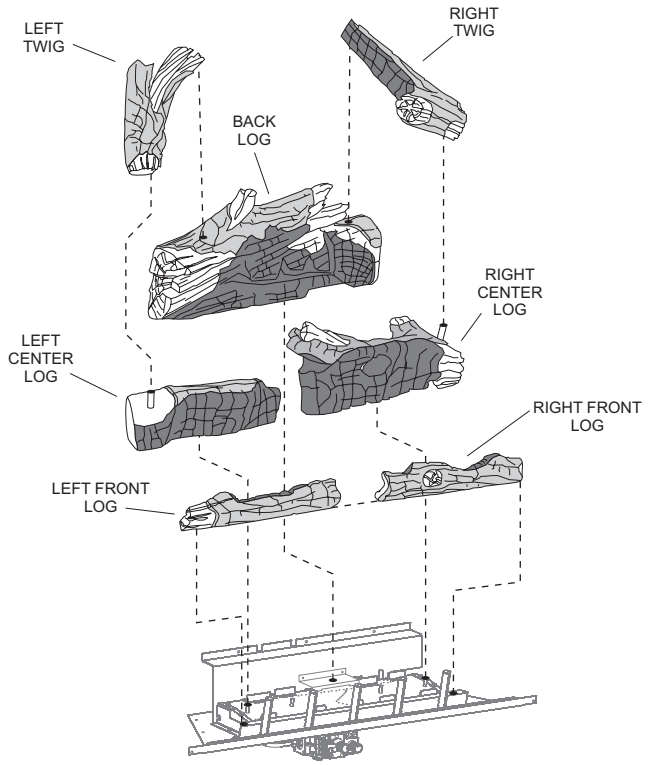

Figure 18
The positioning of logs is critical to safe and clean operation of this fireplace. Sooting and other problems may result if the logs are not properly and firmly positioned in the fireplace. Refer to **Figure 18** and **Figure 19** and corresponding WARNING when completing following log placement steps.
7. Begin with the front left and front right logs. Place these so that they are centered left to right on the front log support ledge. The flat bottoms will rest on top of the front log support ledge, and they must be position all the way forward and touching the back of the grate tangs. Important: The front right log has a small knot as shown in Figure 18.